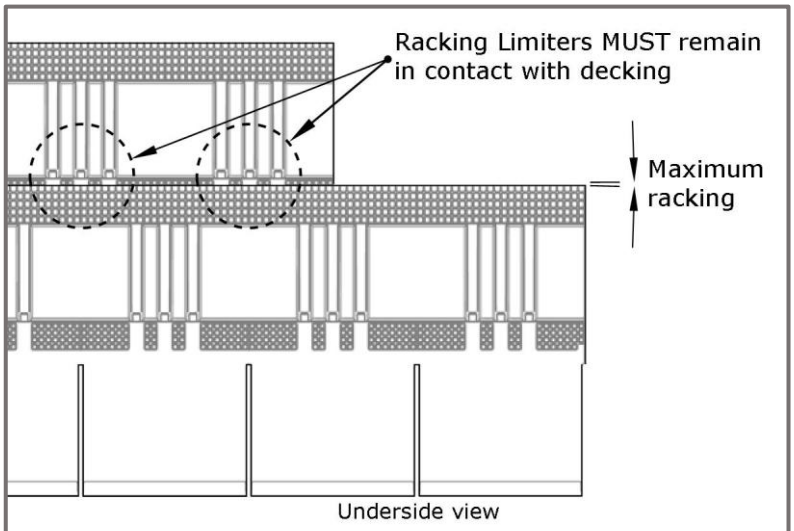
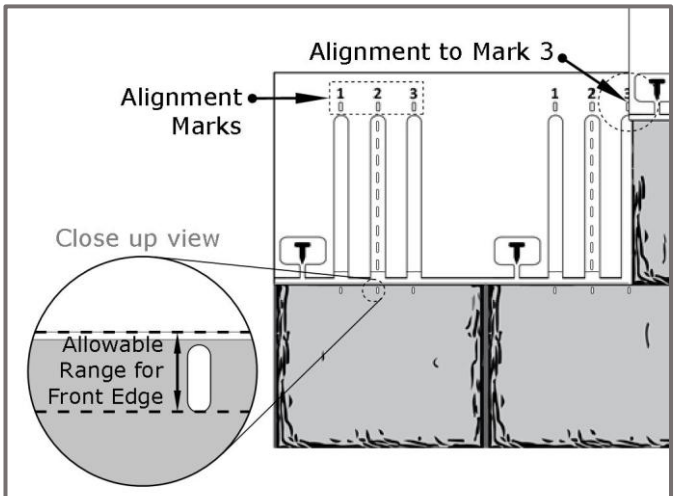

FIGURE 10 - Shingle Rack
FIGURE 11 - Align to Mark
- F-WAVE® REVIA® XTM Roofing Shingles have been designed to allow some rack (skew) when installed. See **Figure 10,** and **Figure 11**.
- For the REPEATING OFFSET PATTERN, place the edge of the shingle on the correct alignment mark. See **Figure 11**.